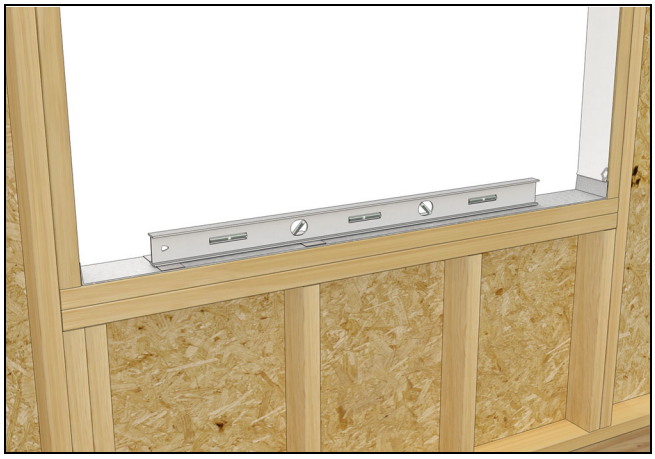

Figure 12
1. Check the sill for level and adjust if necessary. See Figure 12.